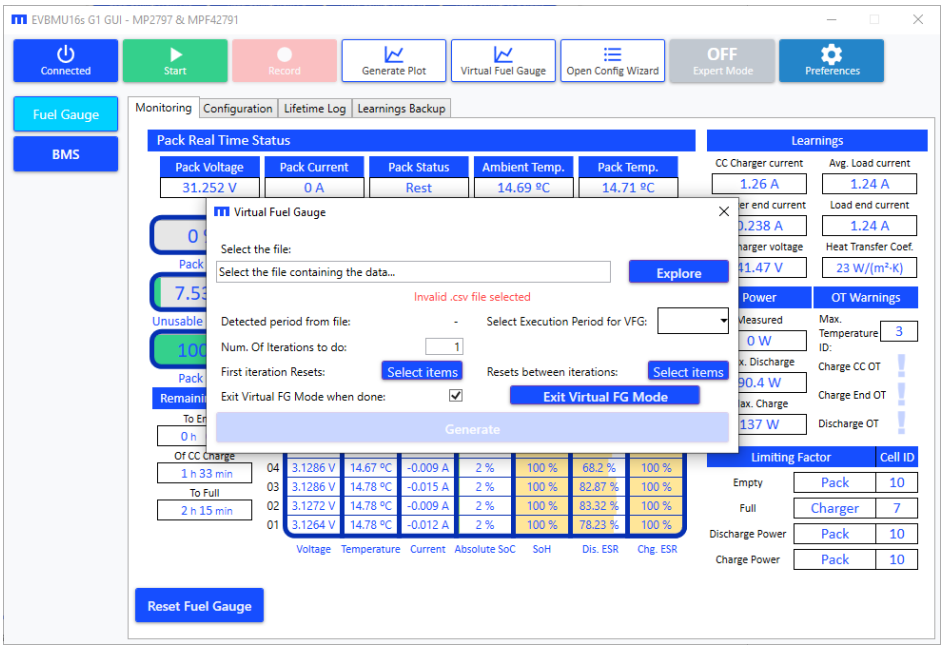

Figure 60: Virtual Fuel Gauge Main Menu
2. The Virtual Fuel Gauge window should open (see Figure 60).